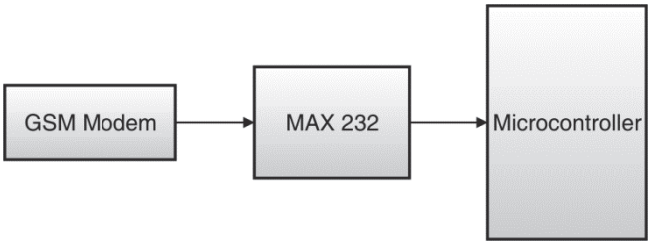

Fig. 4.29.1 : Interfacing GSM modem to a microcontroller
- Fig. 4.29.1 shows interfacing of a GSM modem with microcontroller through UART. To communicate over UART, we just need three signals viz., RXD (receive), TXD (transmit), GND (common ground). GSM modem interfacing with microcontroller can be used for various applications like SMS control of industrial equipments.